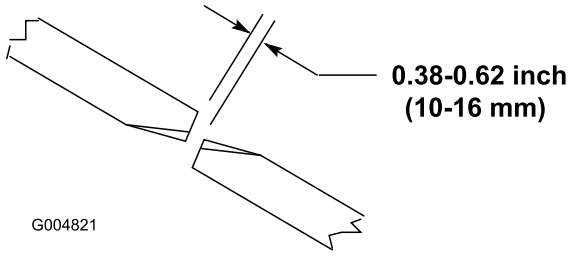

Figur 27
För att klippenheten ska fungera ordentligt måste det finnas ett spel på 10–16 mm mellan vingens spetsar och mittklippenhetens knivar (Figur 27).
2. Vrid en mittkniv och en intilliggande vingkniv så att deras knivspetsar befinner sig i linje. Mät avståndet mellan knivspetsarna. Det ska vara cirka 10–16 mm (Figur 27).